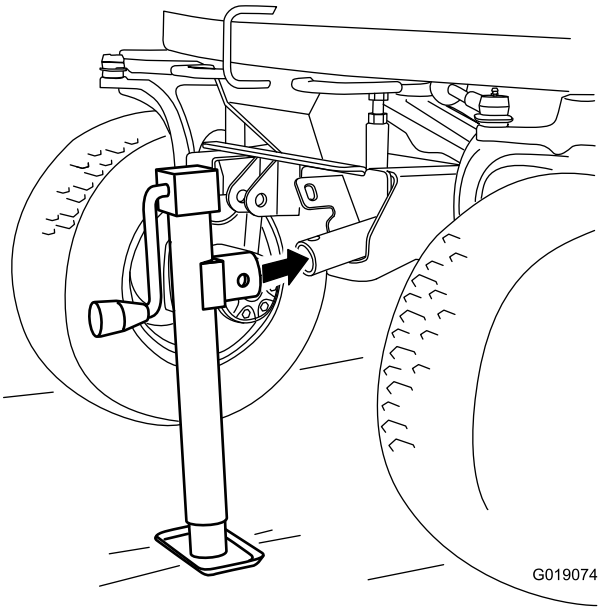

Figura 6
2. Coloque el tubo del gato sobre el tubo del soporte de acoplamiento del gato (Figura 6).